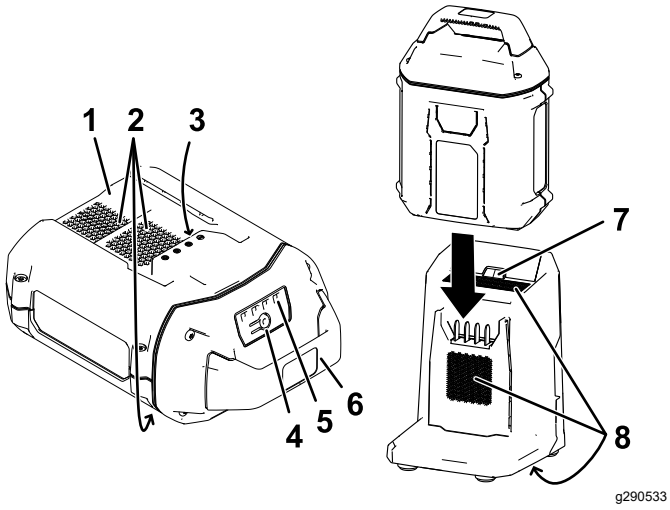

Figura 20
2. Allineate la cavità nel pacco batteria (Figura 20) con la linguetta sul caricabatterie.
3. Fate scorrere il pacco batteria nel caricabatteria fino a quando non è completamente in sede (Figura 20).